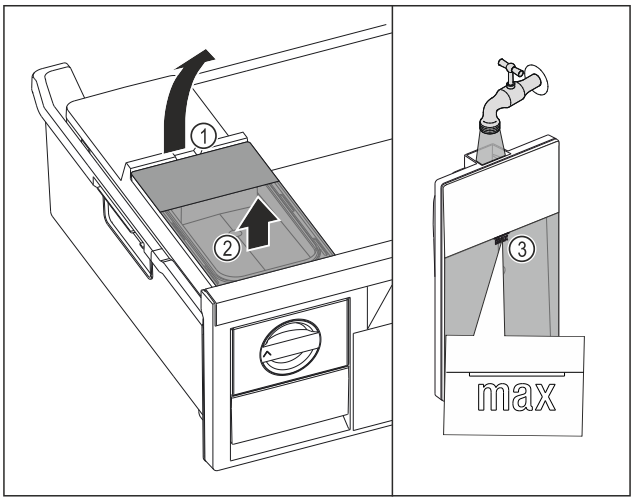

Fig. 98
▶ Dvignite rezervoar za vodo dvignite za izrez *Fig. 98 (1)*.
▶ Rezervoar za vodo odstranite v smeri navzgor. *Fig. 98 (2)*
▶ Rezervoar za vodo napolnite s pitno vodo do oznake *Fig. 98 (3)*.